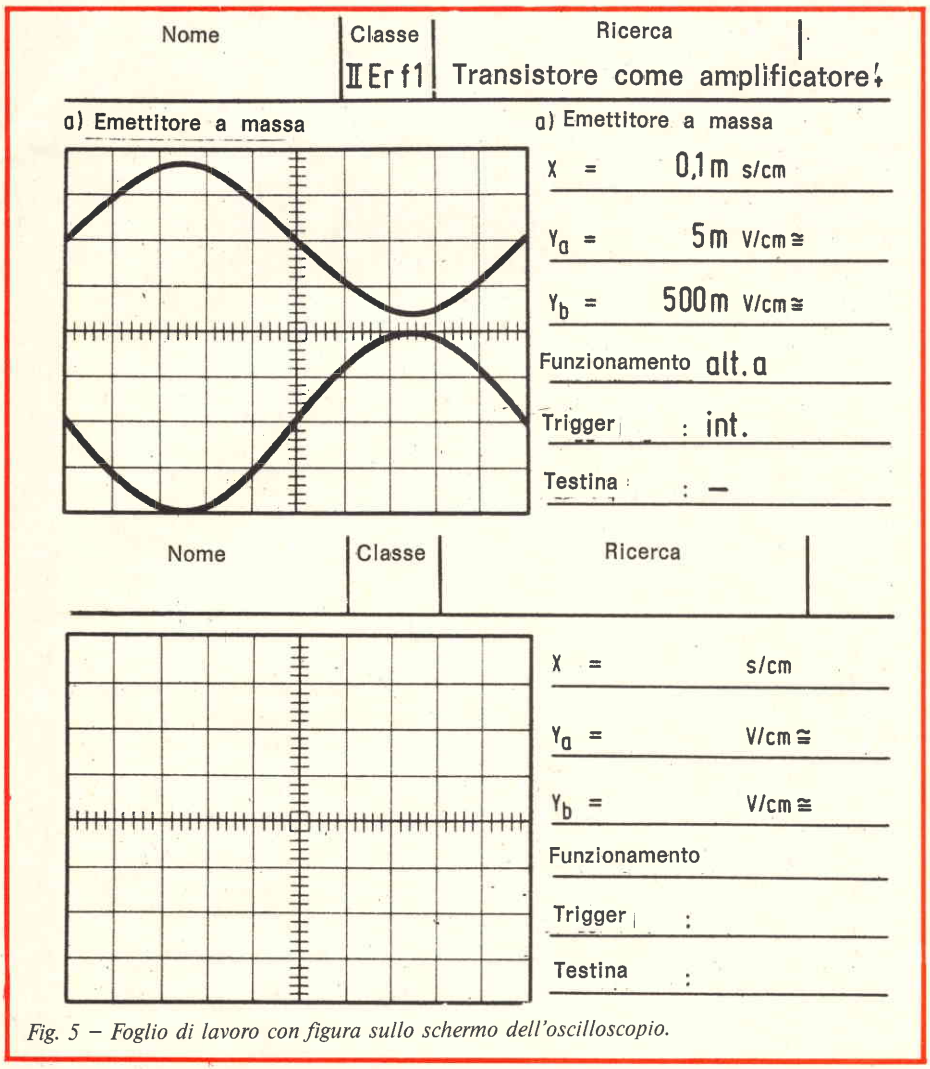

Fig. 5 – Foglio di lavoro con figura sullo schermo dell'oscilloscopio.
2. Rappresentazioni di figure dello schermo dell'oscillografo coi dati di regolazione e di funzionamento (fig. 5).